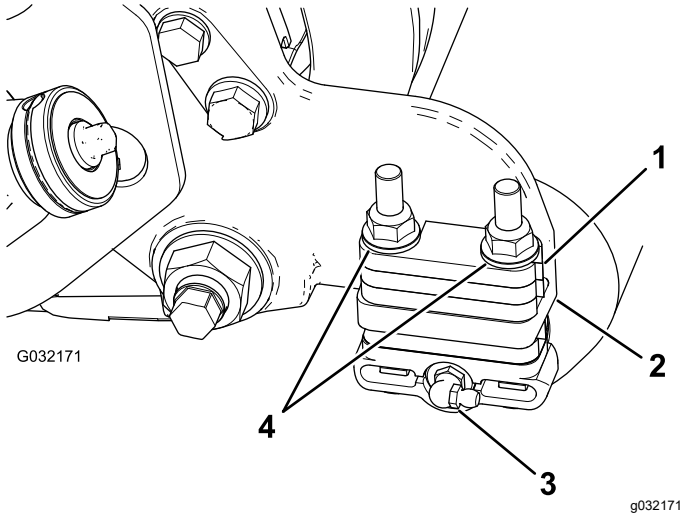

Figura 6
1. Retire o bocal de lubrificação do rolo de cada lado da unidade de corte que possui a caixa da escova do cilindro (Figura 6).
3. Retire as duas porcas de bloqueio flangeadas que prendem cada suporte do rolo às placas laterais, **bem como qualquer espaçador de 6 mm colocado no lado superior da flange da placa de montagem lateral** (Figura 6).